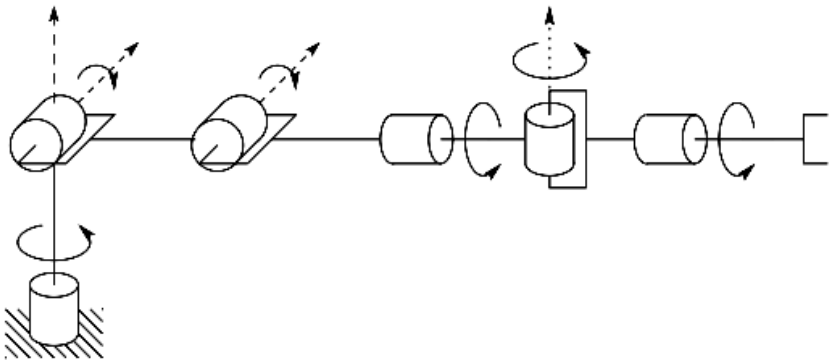

Figure 1. Elbow manipulator with spherical wrist
Q.1 **(a)** Consider Elbow manipulator with spherical wrist shown in figure 1. Using D-H notation Construct **07**